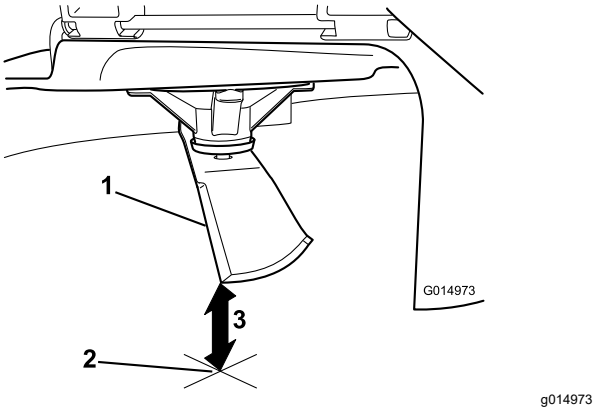

Figur 106
5. Mål fra knivtuppen til den flate overflaten (Figur 106).